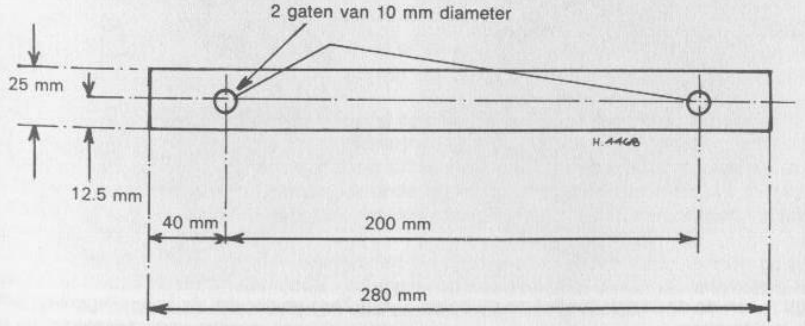

FIG. 2.4. VLIEGWIELTREKKER VOOR ALLE MODELLEN TOT 1980
13. Bij modellen van vóór 1981 moeten twee van de lange bouten die gebruikt zijn om de schotelveer in te drukken (of het BMW gereedschap), worden geschroefd in diagonaal tegenover elkaar liggende gaten in het vliegwiel om het van de krukas af te trekken. Indien nodig kan er een trekker worden gemaakt zoals op fig.2.4 staat afgebeeld, waarmee het vliegwiel eraf kan worden getrokken.